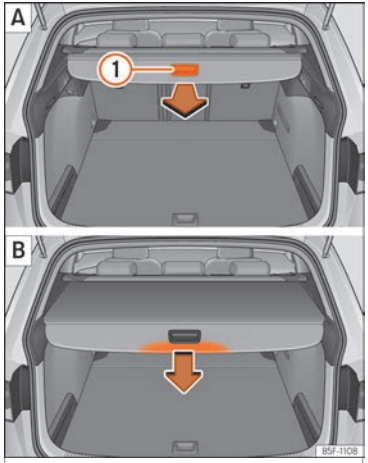

Fig. 173 In the luggage compartment: extend and retract the shelf.
- Pull evenly on the rear shelf using its handle ››› Fig. 173 (1) [A] in a backwards direction until it audibly clicks into place.
- Press on the handle of the rear shelf in the direction of the arrow to release it ››› Fig. 173 [B].